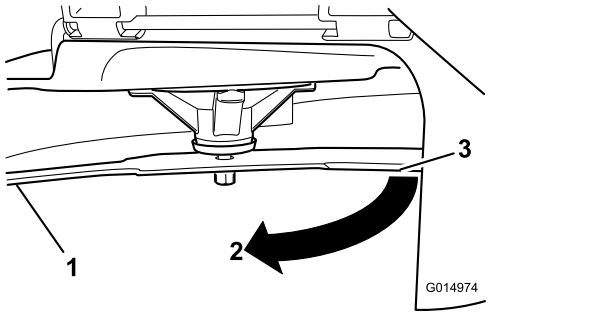

Bild 74
3. Zwischen Messer und Oberfläche gemessener Abstand (A)
4. Drehen Sie dasselbe Messer um 180 Grad, sodass die andere Schnittkante jetzt in derselben Stellung ist (Bild 74).